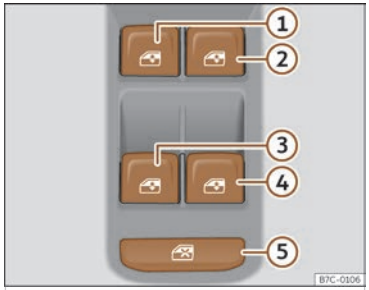

Fig. 81 Detall de la porta del conductor: comandaments per a les finestretes.
Mitjançant el comandament de seguretat ››› **fig. 81** ⑤ de la porta del conductor podeu desactivar les tecles dels alçavidres de les portes del darrere.